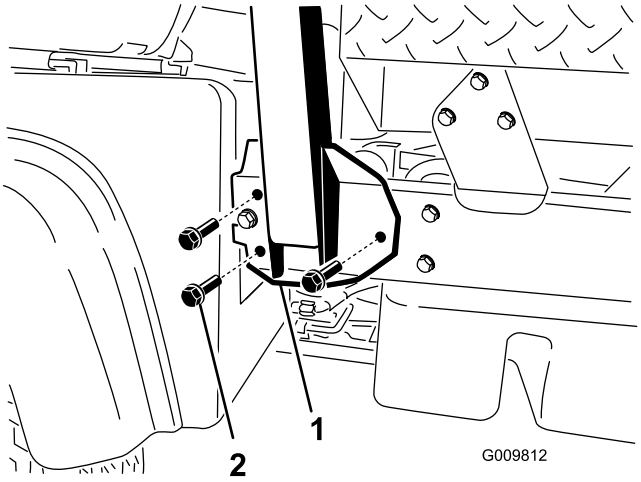

**Figur 4**
1. Sätt fast vältskyddet i monteringshålen på fordonsramens båda sidor på det sätt som visas i Figur 4.